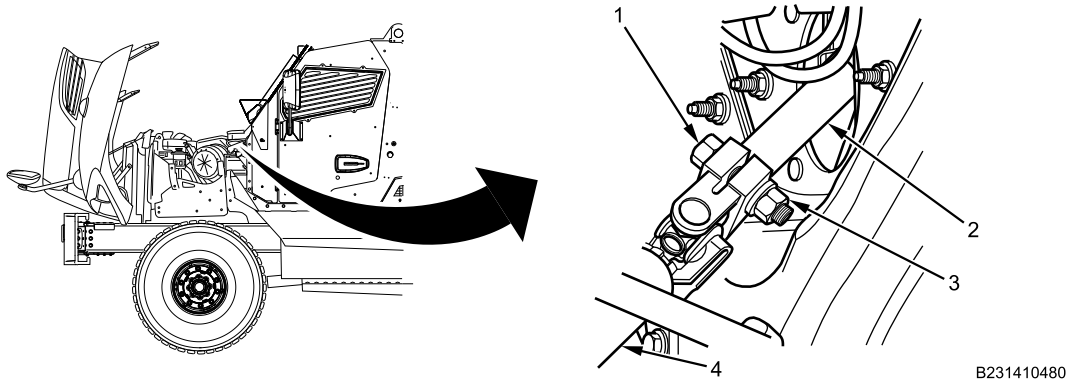

Figure 1. Steering Shaft at Column.
1. Remove and discard flange head bolt (Figure 1, Item 1) and locknut (Figure 1, Item 3) from steering shaft (Figure 1, Item 4) at steering column (Figure 1, Item 2).